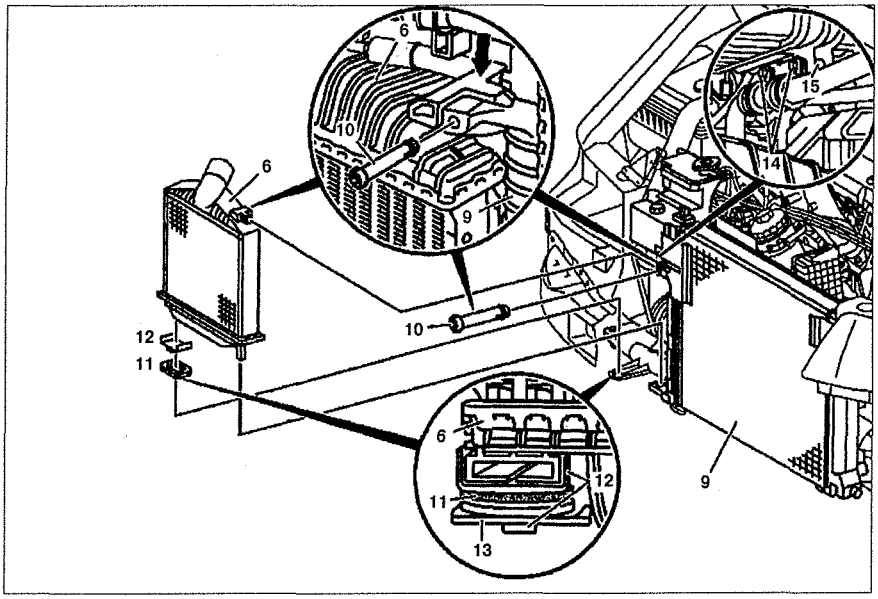

Рис. 4.52. Радиатор турбонаддува:
5. Открутите болт безопасности **10** (см.рис.4.52).